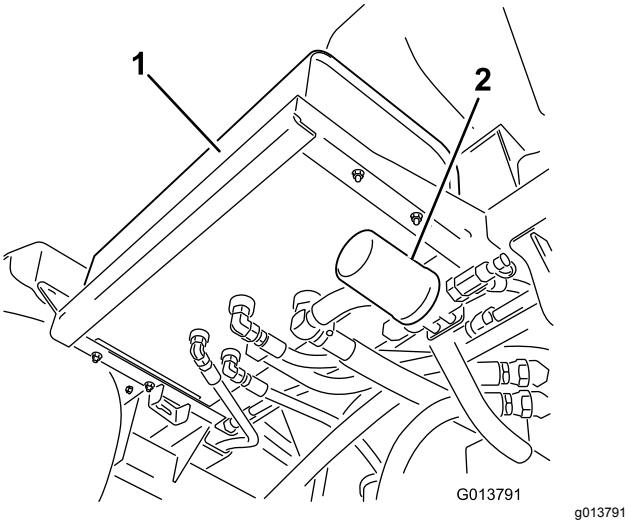
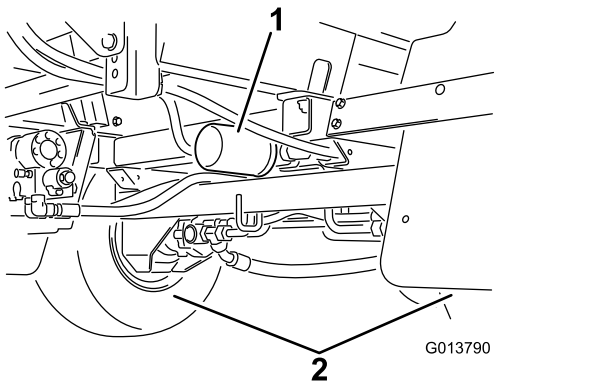

Figur 91
Figur 92
2. Leta upp maskinens två hydraulfilter (Figur 91 och Figur 92).